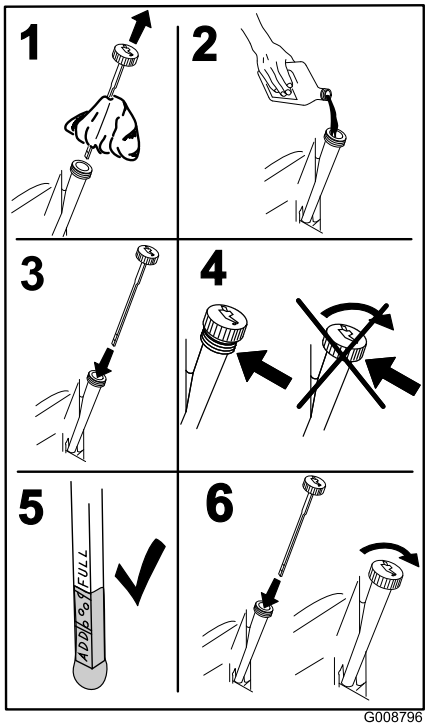

Figur 44
4. Hæld langsomt ca. 80 % af den foreskrevne olie i påfyldningsrøret, og tilsæt langsomt ekstra olie, så oliestanden når op til mærket **Full** (fuld) (Figur 44).